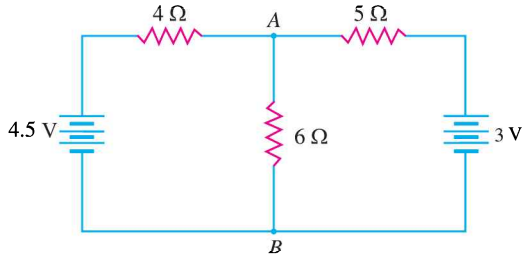

Fig. 1.50
4. Using Norton's Theorem, find the current in branch *AB* containing 6 Ω resistor of the network shown in Fig. 1.50. **[0.466 A]**